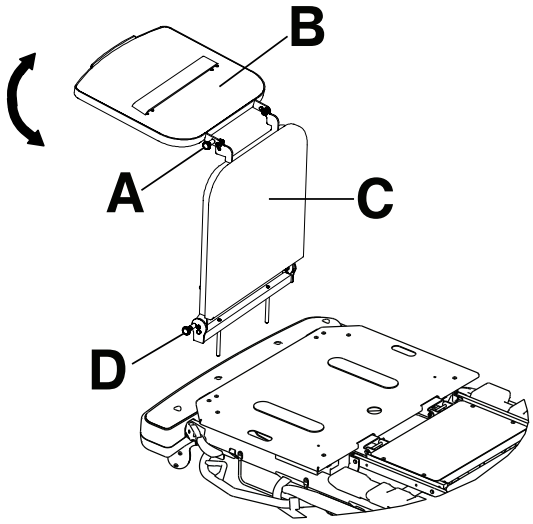

Figure 7 – Plateau porte-défibrillateur/rallonge de lit
1. Tirer sur le bouton supérieur (A) pour le faire sortir (Figure 7).
2. Faire pivoter le plateau porte-défibrillateur (B) jusqu'à ce que le plateau soit à plat au-dessus du côté pieds du produit. Relâcher le bouton supérieur (A). S'assurer que le plateau porte-défibrillateur est bloqué.
Pour convertir le plateau porte-défibrillateur/rallonge de lit en rallonge de lit (Figure 7) :